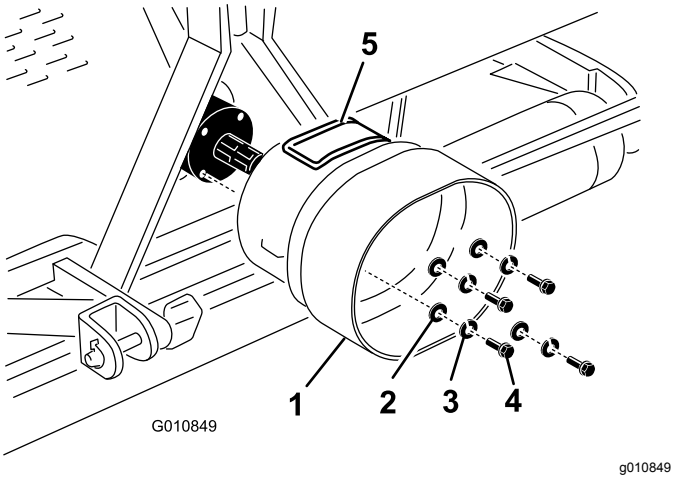

Figur 22
1. Ta bort de fyra skruvarna, låsbrickorna och planbrickorna som är fästa på baksidan av luftarens växellåda (Figur 22).
2. Montera kraftuttagsskyddet på luftarens växellåda med fästelementen som du tog bort tidigare (Figur 22).
Se till att åtkomstpanelen på kraftuttagsskyddet (Figur 22) är placerad ovanpå eller på sidan om den beroende på luftarens ramkonfiguration.
Obs: Du kan öppna åtkomstpanelen (Figur 22) så blir det lättare att ta bort och sätta dit fästelementen för kraftuttagsaxeln.